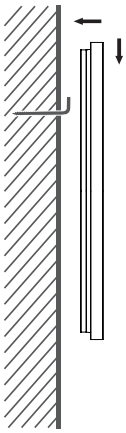

Fig. 3
6. Hang the product on a wall hook (Fig. 3).